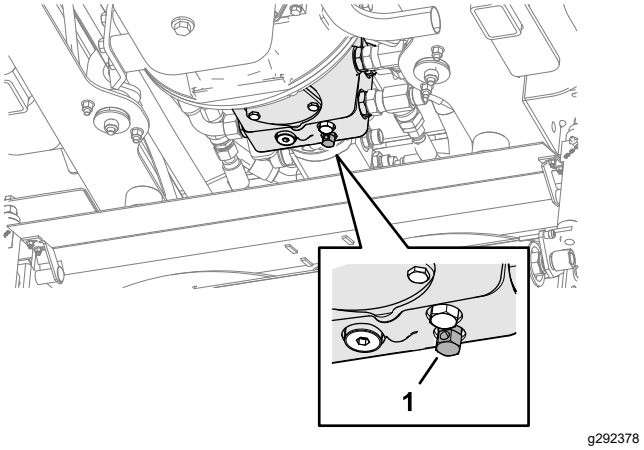

Рисунок 44
2. Над средним режущим блоком закройте перепускной клапан на насосе трансмиссии, повернув его по часовой стрелке (Рисунок 44).